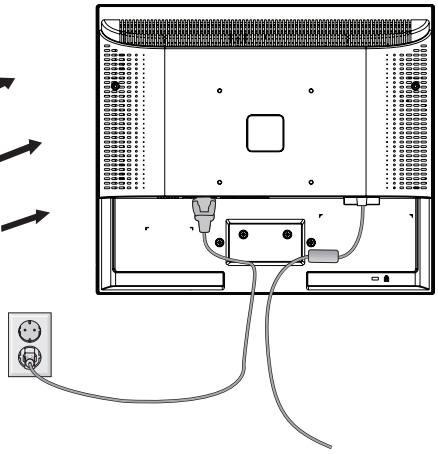

Figure R.3
4. Connectez le cordon d'alimentation CA à l'arrière du moniteur (**Figure R.3**).